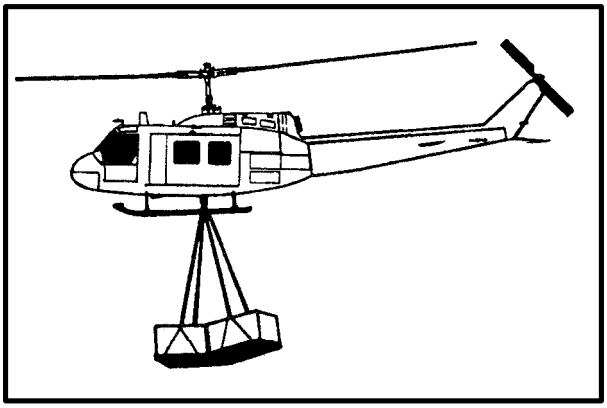

*Figure 8-11. Multipallet Load*
**The last swage on the end of the basket leg (wire rope leg) is a safety stop and must not be used for adjustment. Two pallets may be carried at one time using all four legs of the sling set as shown in Figure 8-11.**